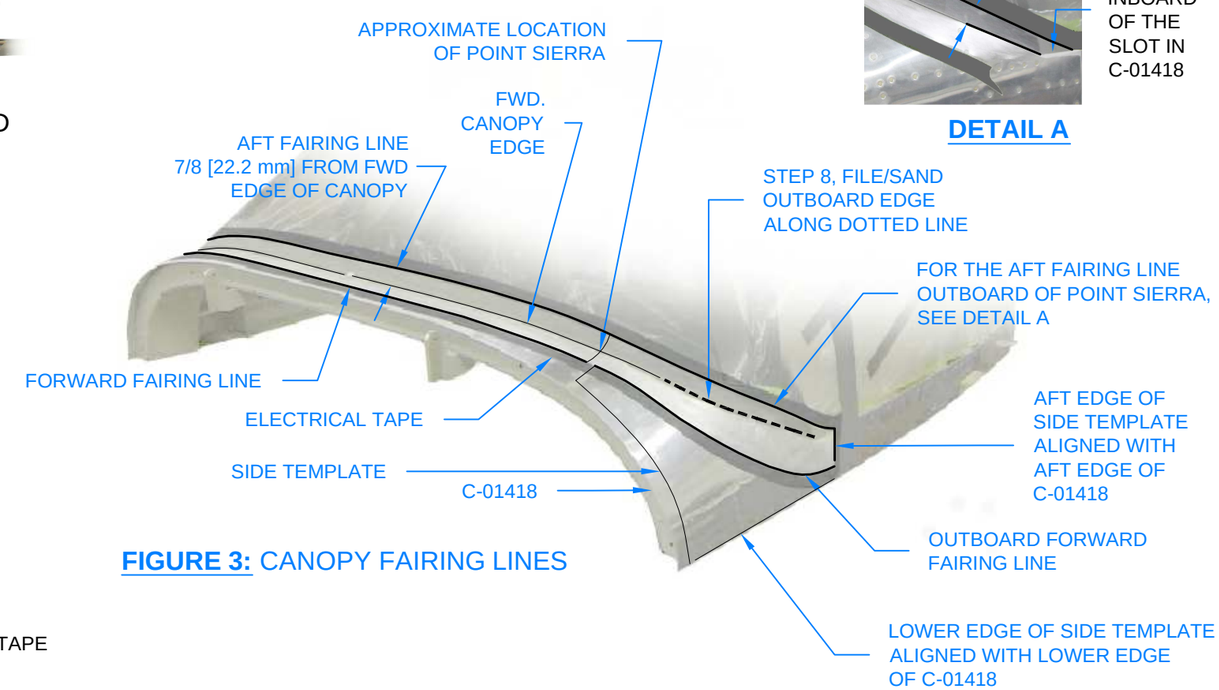

FIGURE 3: CANOPY FAIRING LINES
Step 10: Position the Side Templates on the C-01418 Canopy Skin as shown in Figure 3.
Step 12: Apply a double layer of quality electrical tape to the canopy skin along the "forward fairing line" and "outboard forward fairing line" as shown in Figure 3.